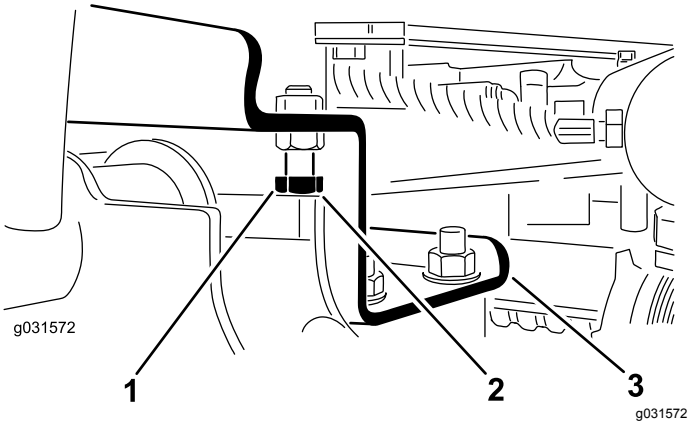

图 11
A. 拧松止动螺栓图 11。
2. 确保各个提升臂与止动螺栓之间的间隙介于 0.131.02mm 之间如图 11 所示。